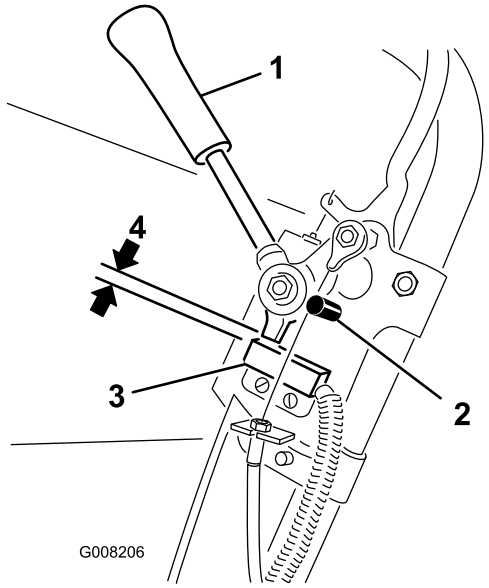

Figur 26
1. Se till att motorn är avstängd och att kördrivningsspaken är urkopplad och vilar mot neutralstoppet (Figur 26).
2. Lossa fästelementen på säkerhetsströmbrytaren (Figur 26).
3. Placera ett 0,8 mm tjockt mellanlägg mellan hjuldrivningsspaken och säkerhetsströmbrytaren (Figur 26).